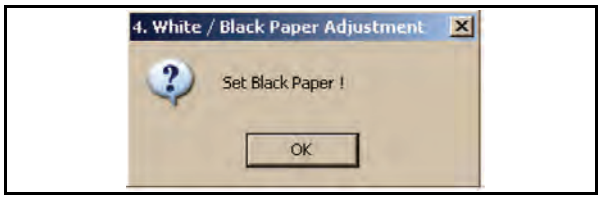

Figure 6-17 Second Black Reference Paper Request Screen
15. When the White level adjustment of the White/Black Paper Adjustment is finished, the message window shown in Figure 6-17 will appear.